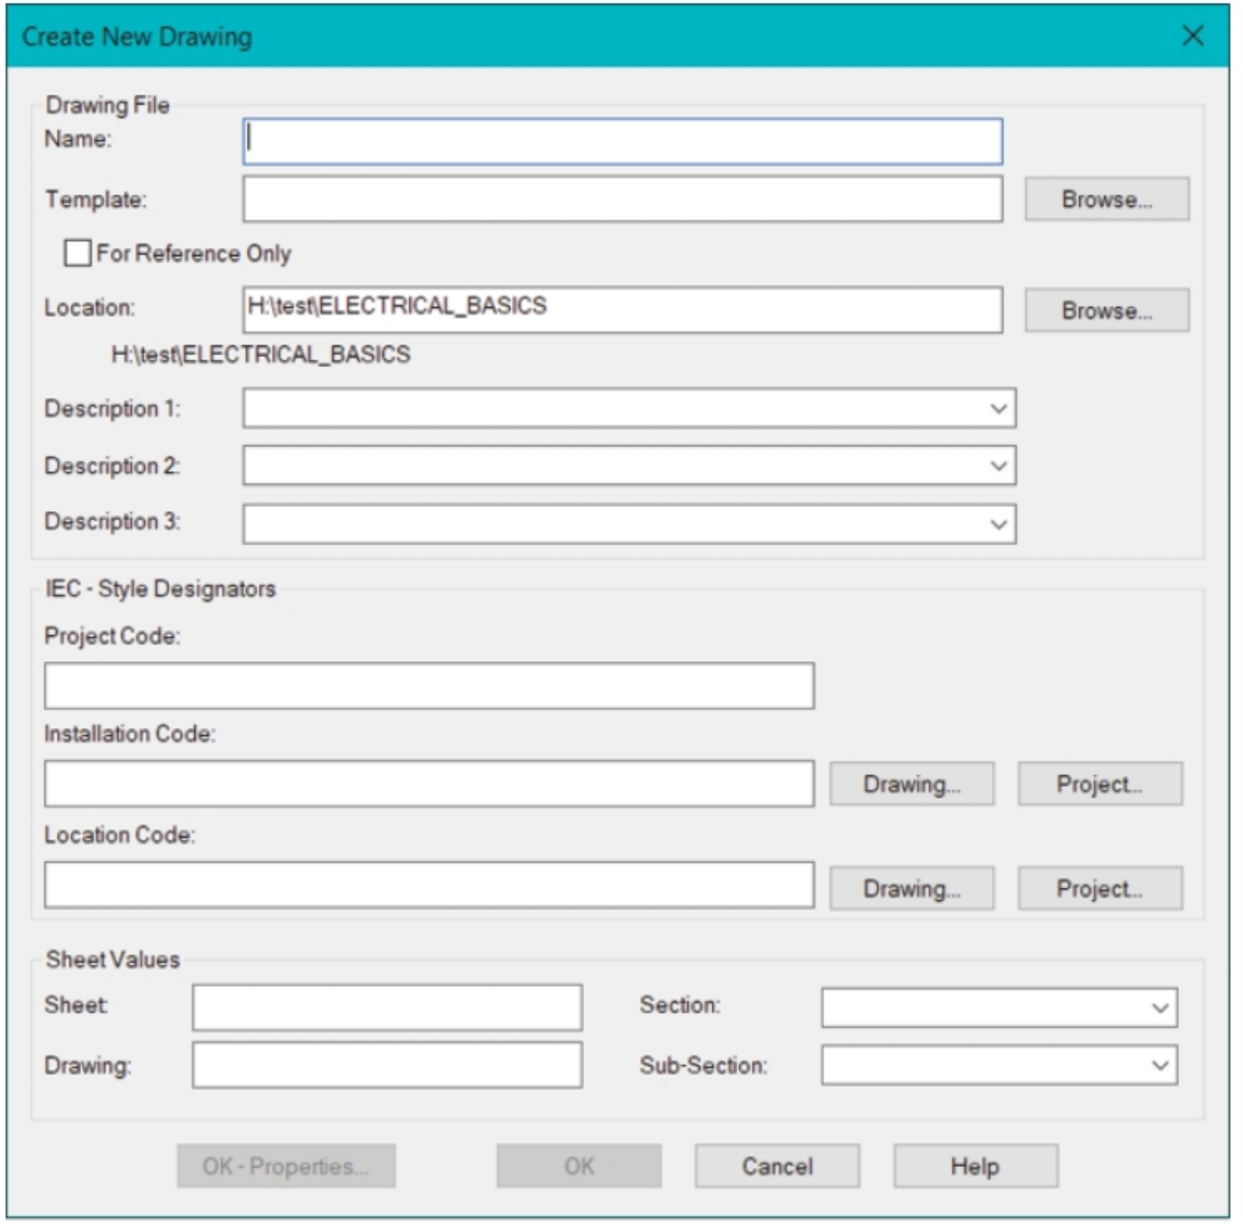

Figure-24. Create New Drawing dialog box
- Click on the **New Drawing** button from the **Project Manager**. The **Create New Drawing** dialog box will be displayed as shown in Figure-24.